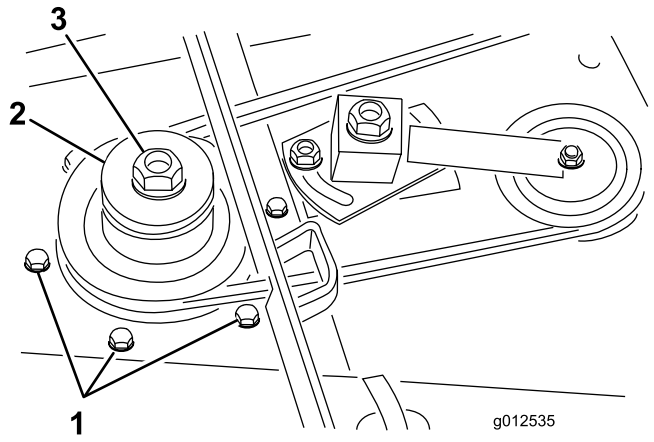

Figura 5
4. Retire os seis parafusos de carroçaria e porcas flangeadas que fixam o conjunto da caixa do eixo à unidade de corte (Figura 5). Deslize o conjunto da caixa do eixo para fora do fundo da unidade de corte.